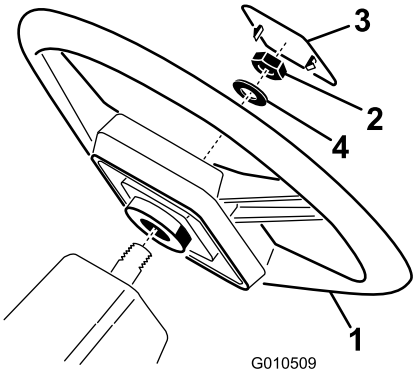

Figur 3
1. Ta bort muttern från styraxeln. Skjut på ratten och brickan på styraxeln (Figur 3).